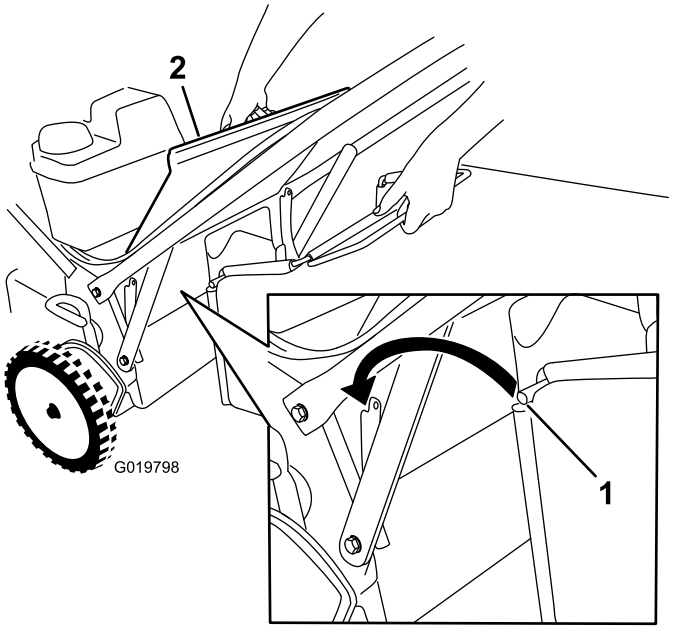

Rysunek 25
1. Podnieś i przytrzymaj w górze tylny deflektor (Rysunek 25).
3. Zamontuj drążek worka w wycięciach na podstawie dźwigni i rozkołysz worek do tyłu i przodu, aby sprawdzić, czy drążek jest osadzony na dole obu wycięć; patrz Rysunek 25.